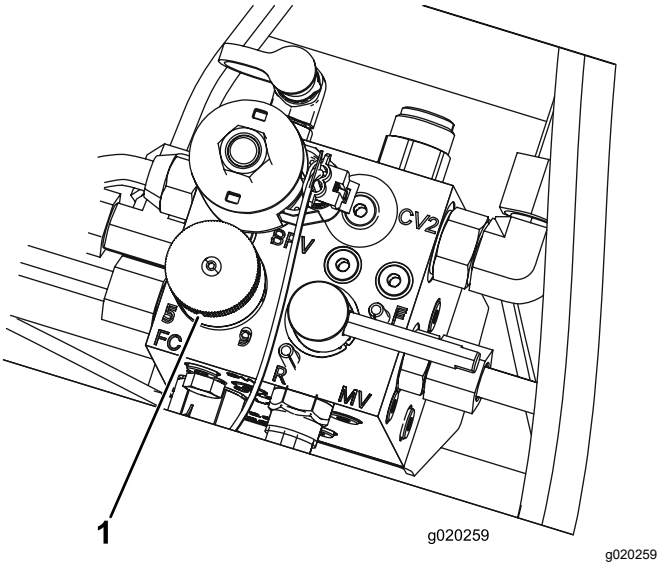

**Figuur 37**
4. Om het toerental in te stellen, draait u aan de knop (Figuur 37) tot de wijzer de gewenste instelling aangeeft.